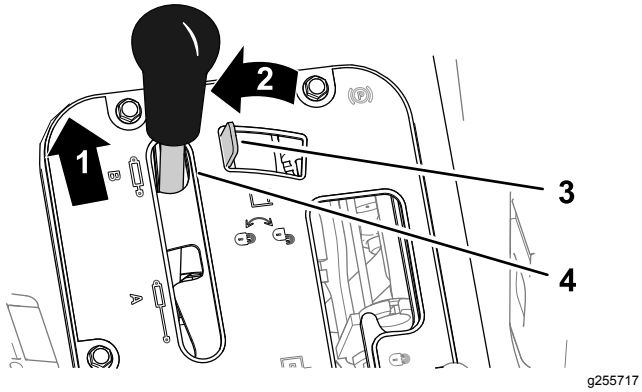
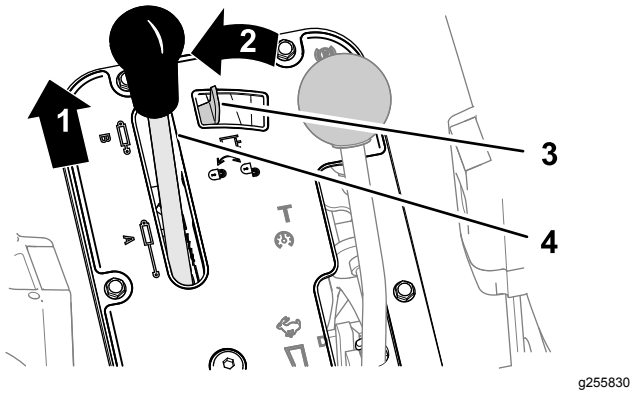

Figuur 83
Figuur 84
1. Duw de hendel van de hydraulische hefinrichting naar voren (Figuur 83 of Figuur 84).
2. Duw de vergrendeling van de hydraulische hefinrichting naar links om deze in te schakelen (Figuur 83 of Figuur 84).